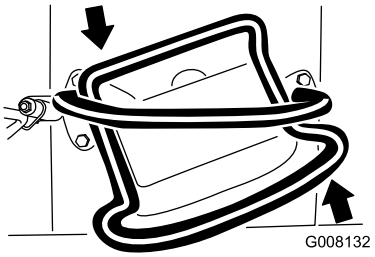

**Figur 12**
- Vrid drivreglaget moturs för att svänga åt vänster (Figur 12).